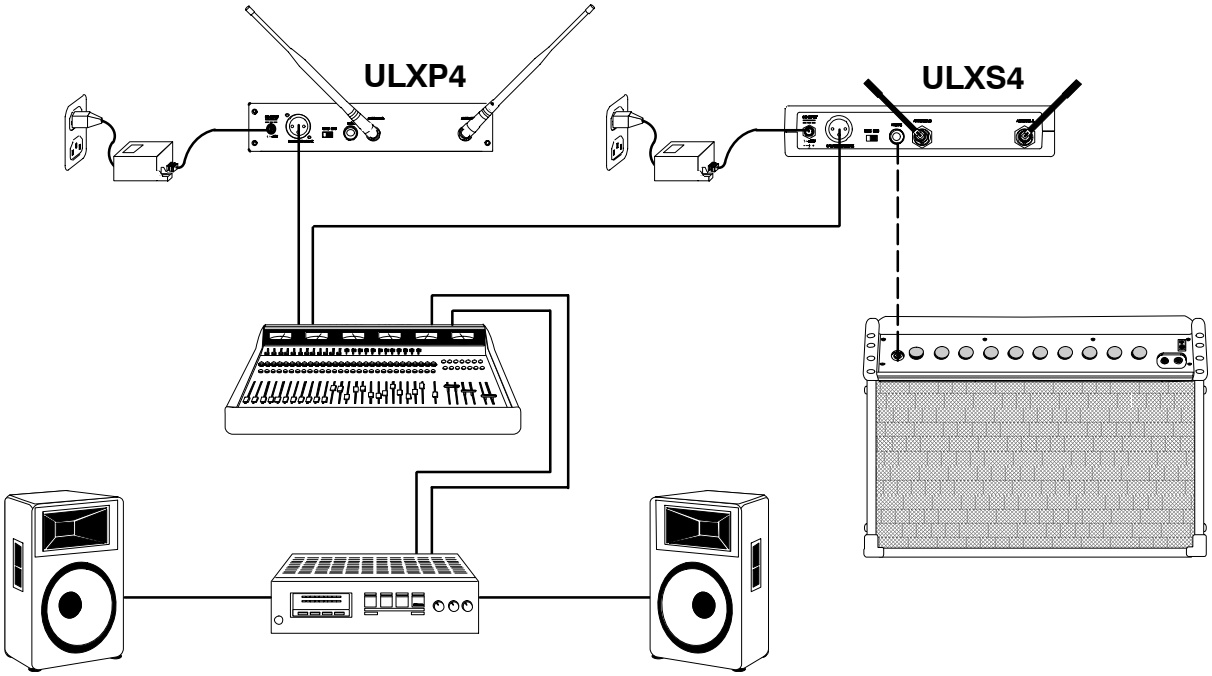

FIGURA 6
3. Collegate i cavi audio (non in dotazione) tra le uscite audio dell'apparecchio e gli ingressi audio del sistema audio, mixer e/o amplificatore, come illustrato in Figura 6.